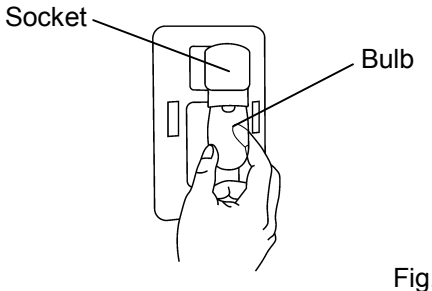

Fig. 3
4. Remove the bulb from the socket by turning it counterclockwise. [Fig. 3]